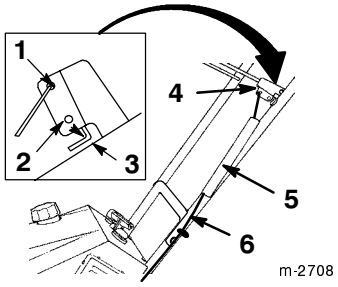

**Figur 10**
1. Dra styrkabeln genom kabelföraren på snöslungans vänstra sida (figur 10).
3. Trä på fjäderkåpan över fjädern och kabeljusteraren och skjut fjäderänden genom hålet vid fjäderkåpans ände (figur 10).
8. Se till att ett gap på mellan 1,6 och 3,2 mm förekommer mellan styrstången och handtaget (se infällningen i figur 10). Se *Justering av styrkabeln*, sidan 16 för justering av gapet.